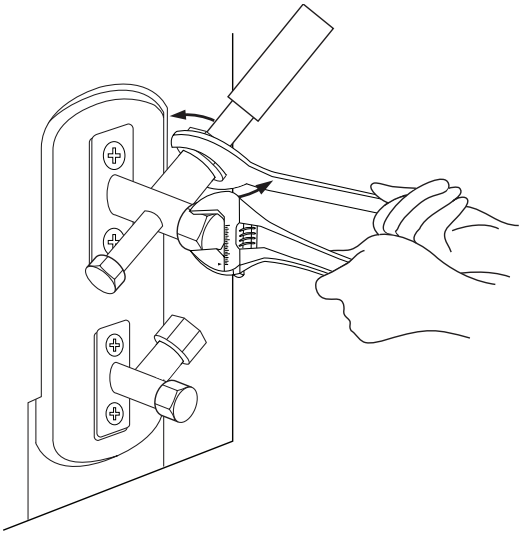

Рис. 5.10
4. Захватите корпус клапана гаечным ключом. Не захватывайте гайку, которая обеспечивает уплотнение сервисного клапана. (См. ***рис. 5.10***)